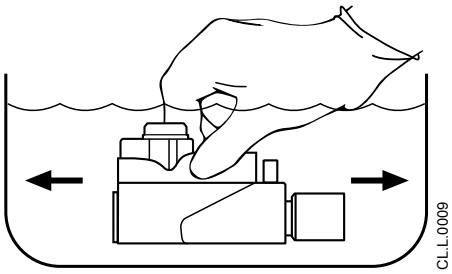

Figure 6-11 Agitating/rinsing the submerged Injector Module
NOTE: If lint or fibers are attached to the hot wire sensor, gently agitate the module to move the alcohol through the module openings (see Figure 6-11).
6. Rinse off the cleaning agent by totally submerging the Injector Module in the sterile water and gently agitating the Module to move the water through the openings (see Figure 6-11).
6. Rinse off the cleaning agent by totally submerging the Injector Module in the sterile water and gently agitating the module to move the water through the openings (see Figure 6-11).